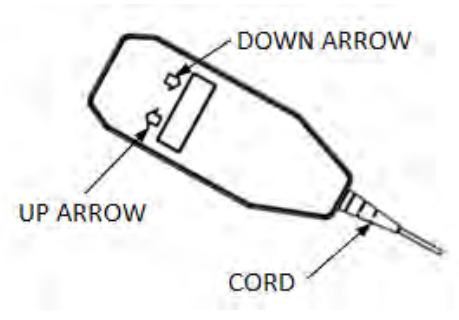

FIG. 24
9.2 Spend some time to become familiar with the look and feel of the handheld control as well as the location of the control's directional arrows (FIG. 24).